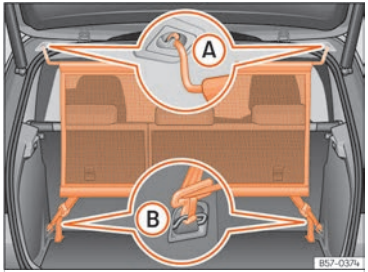

Fig. 175 Xarxa de separació muntada.
- Desenganxeu la xarxa de separació a l'allotjament esquerre del sostre ››› fig. 175 Ⓐ. Assegureu-vos d'estirar la vareta transversal cap avall més enllà de la posició superior.
- Enganxeu la xarxa de separació a l'allotjament dret del sostre comprimint la vareta transversal ››› fig. 175 Ⓐ.
- Enganxeu els dos ganxos de la xarxa de separació a les argolles d'amarratge del maleter ››› fig. 175 Ⓑ i tenseu bé els cinturons de fixació.